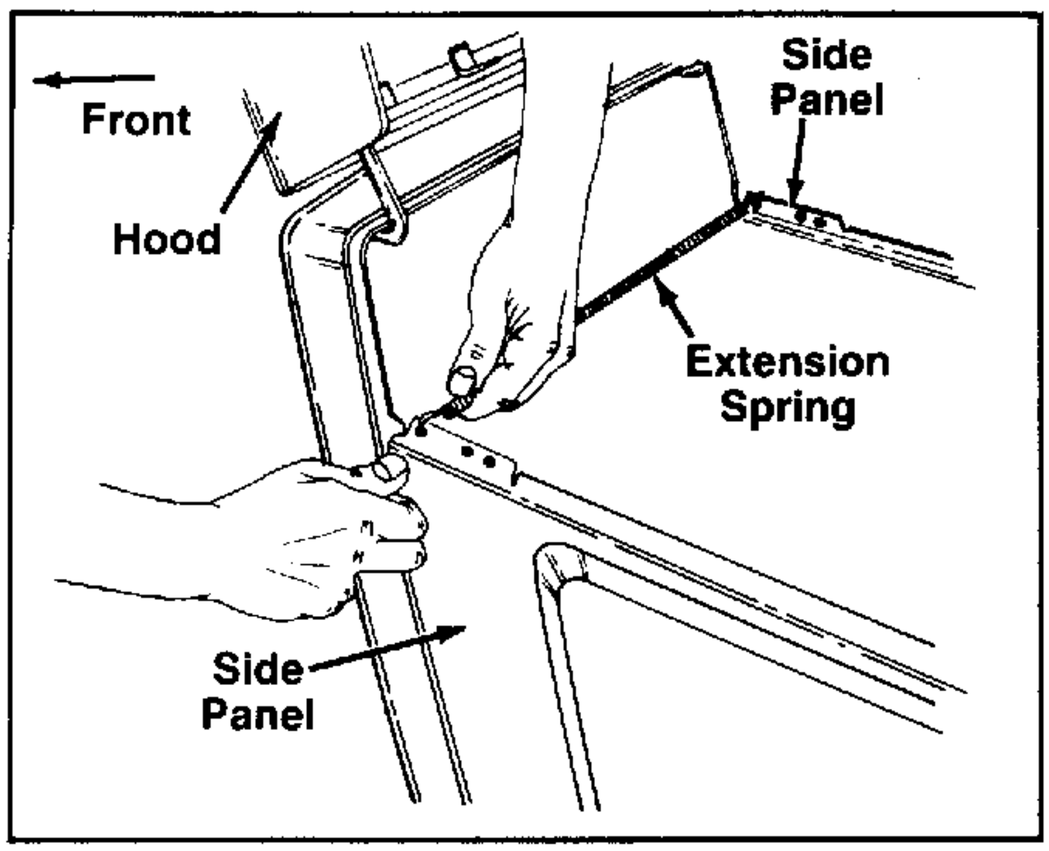

FIGURE 5.
1. Remove the two side panels from tractor, by opening the hood and removing the extension spring, flat washer and wing nut on each side. See figures 5 and 6. Retain spring and hardware for reassembly.